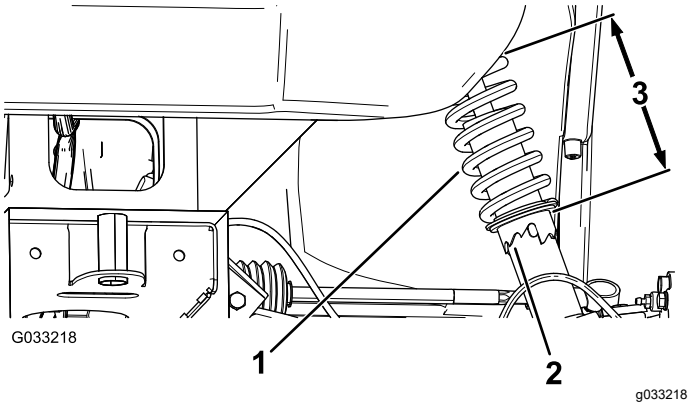

Figur 58
1. Ändra fjäderns längd genom att rotera kragen på stötdämparen med verktyget (Toro-artikelnr 132-5069) (Figur 58).